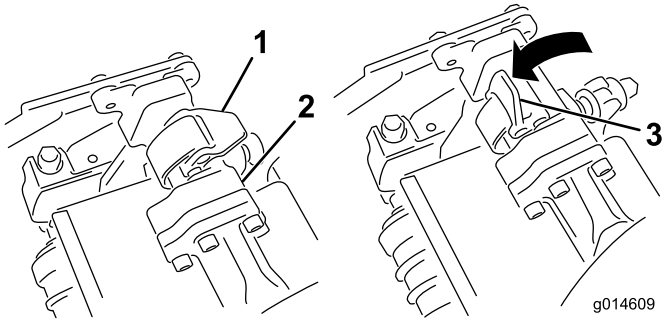
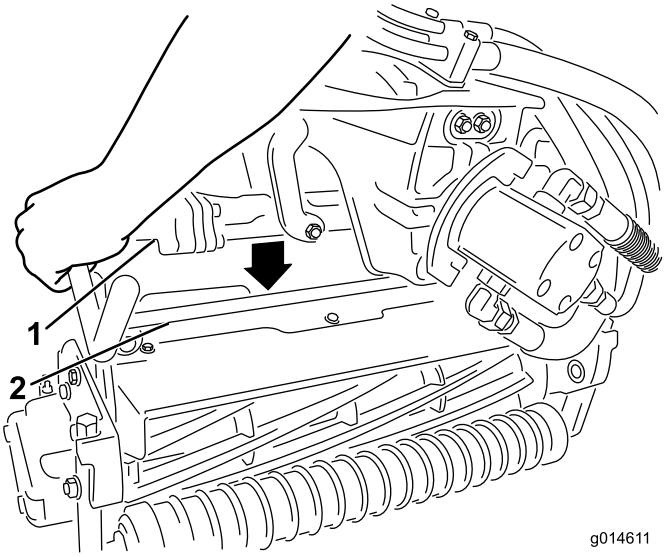

Figur 33
Figur 34
3. Mens låsehåndtagene på affjedringsarmen peger opad (dvs. er åbne) (Figur 33), skal du skubbe affjedringsarmen ned, så stangen kan sættes over tværstangen på klippeenheden øverst oppe (Figur 34).
4. Luk låsehåndtagene ned og omkring klippeenhedens stang, og lås dem på plads (Figur 33).
4. Åbn låsehåndtagene på affjedringsarmens stang på klippeenheden, som du fjerner (Figur 33).